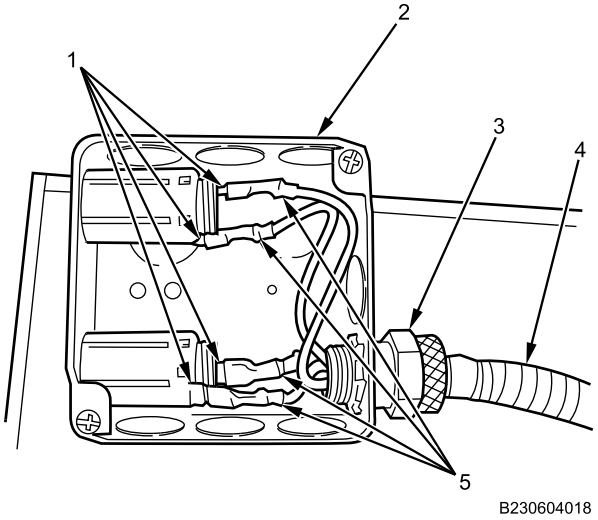

Figure 14. Left Side Junction Box Wires.
10. Push wires (Figure 14, Item 5) on socket terminals (Figure 14, Item 1).
11. Install wire harness (Figure 14, Item 4) on junction box (Figure 14, Item 2) by turning connector (Figure 14, Item 3) clockwise. Tighten securely.